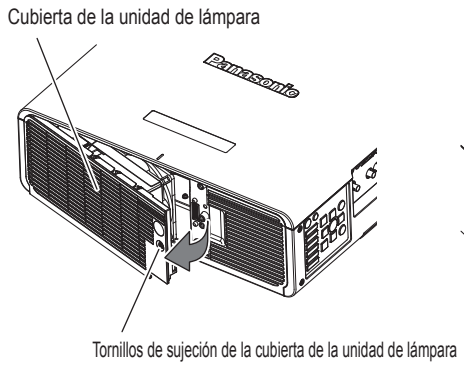

Figura 1
1) Quite la cubierta de la unidad de lámpara. (Figura 1)